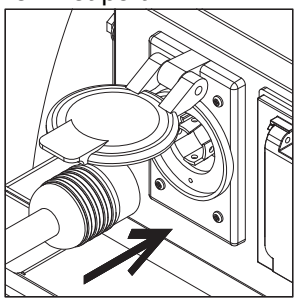

Figure 3-42. Utility Cord Installation to Unit
6. See *Figure 3-42*. Install 240 V, four-terminal cord to unit power inlet port.